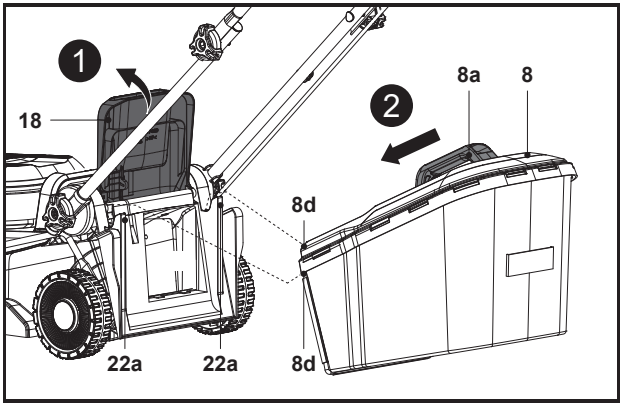

Fig. 7
4. Deschide deflectorul spate (18) și ține-l în poziție (fig. 7, pasul 1).
5. Transportă colectorul de iarbă (8) ținându-l de mânerul de transport (8a).
6. Aliniază cele două cârlige (8d) ale colectorului cu fantele (22a) și prinde colectorul de iarbă (8) (fig. 7, pasul 2).
7. Apoi eliberează cu grijă deflectorul spate (18).